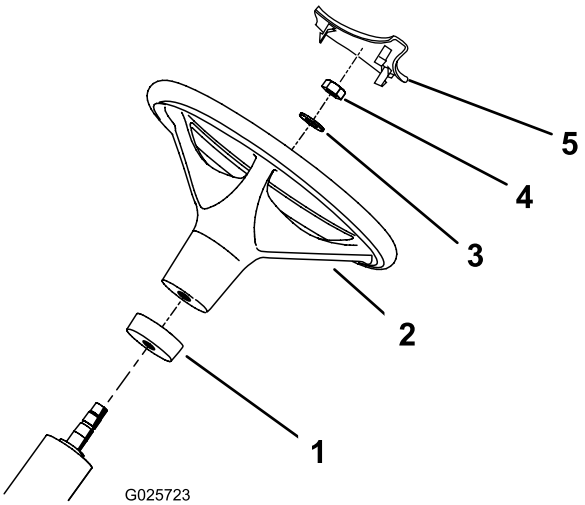

**Figuur 2**
2. Schuif de schuimrubberen kraag op de stuuras (Figuur 2).
3. Schuif het stuurwiel op de stuuras (Figuur 2).
4. Zet het stuurwiel vast aan de stuuras met een ring en een borgmoer (Figuur 2). Draai de borgmoer vast met een torsie van 27–35 Nm.
5. Monteer de stuurdop op het stuur (Figuur 2).